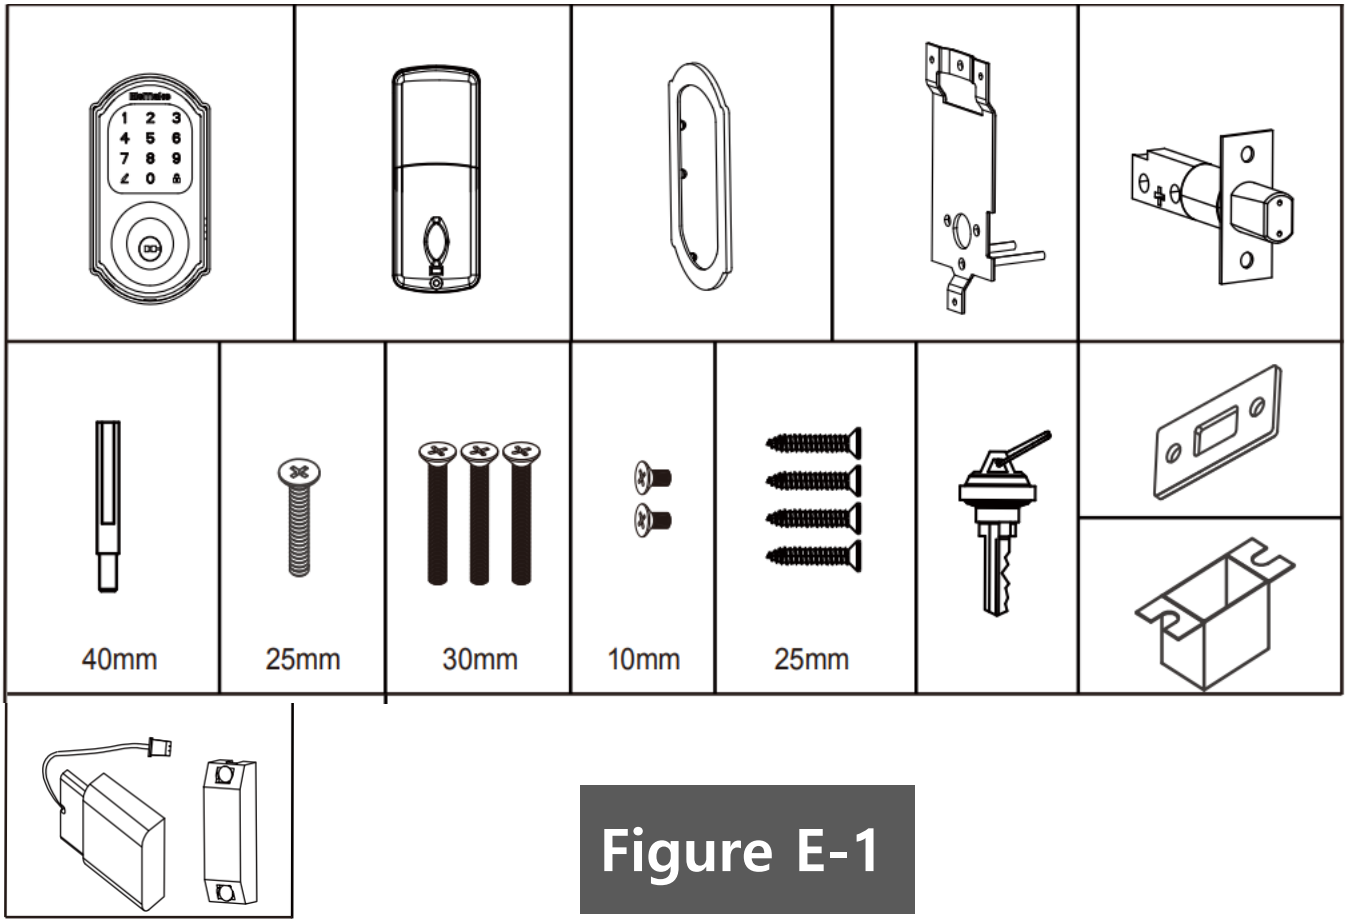

Figure E-1
(1) Components Included in the box(see **Figure E-1**)----